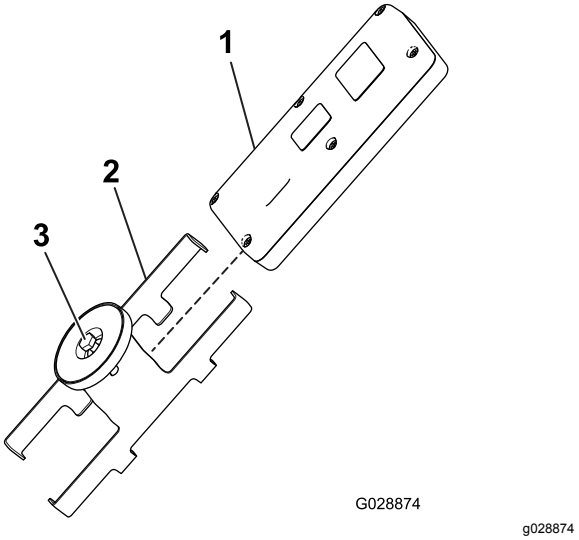

**Figuur 19**
5. Monteer het bedieningspaneel in de magnetische beugel van het bedieningspaneel, schuif de helften samen om het bedieningspaneel te bevestigen en draai de bout in de magneet vast (Figuur 19).